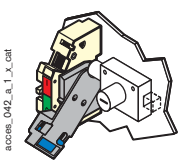

Fig. 1
- using RONIS EL11AP lock in direct front or right-side operation (Fig. 1);